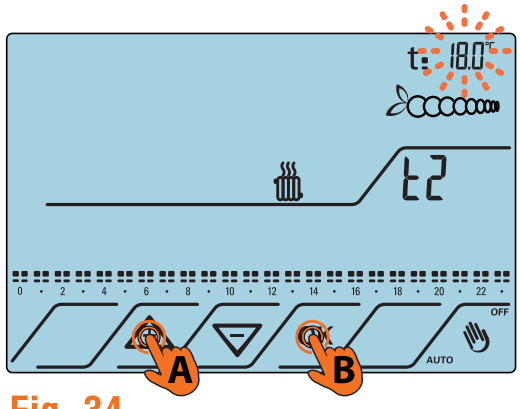
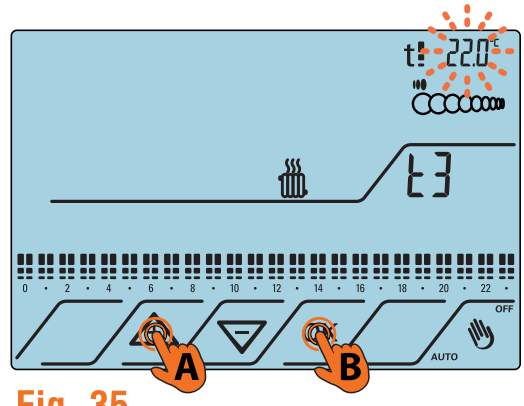

Fig. 34
Fig. 35
5. Procedere allo stesso modo per configurare i restanti livelli di temperatura **T2** e **T3** (Fig.34, Fig.35).